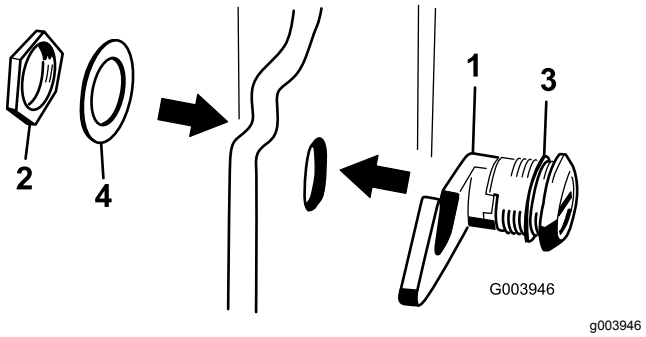

Figur 17
3. Fjern mutteren fra panserlåsenheten (Figur 17).
4. Utenfor panseret før inn krokenden på låsen gjennom hullet i panseret. Kontroller at gummitetningsskiven er igjen på den ytre siden av panseret (Figur 17).